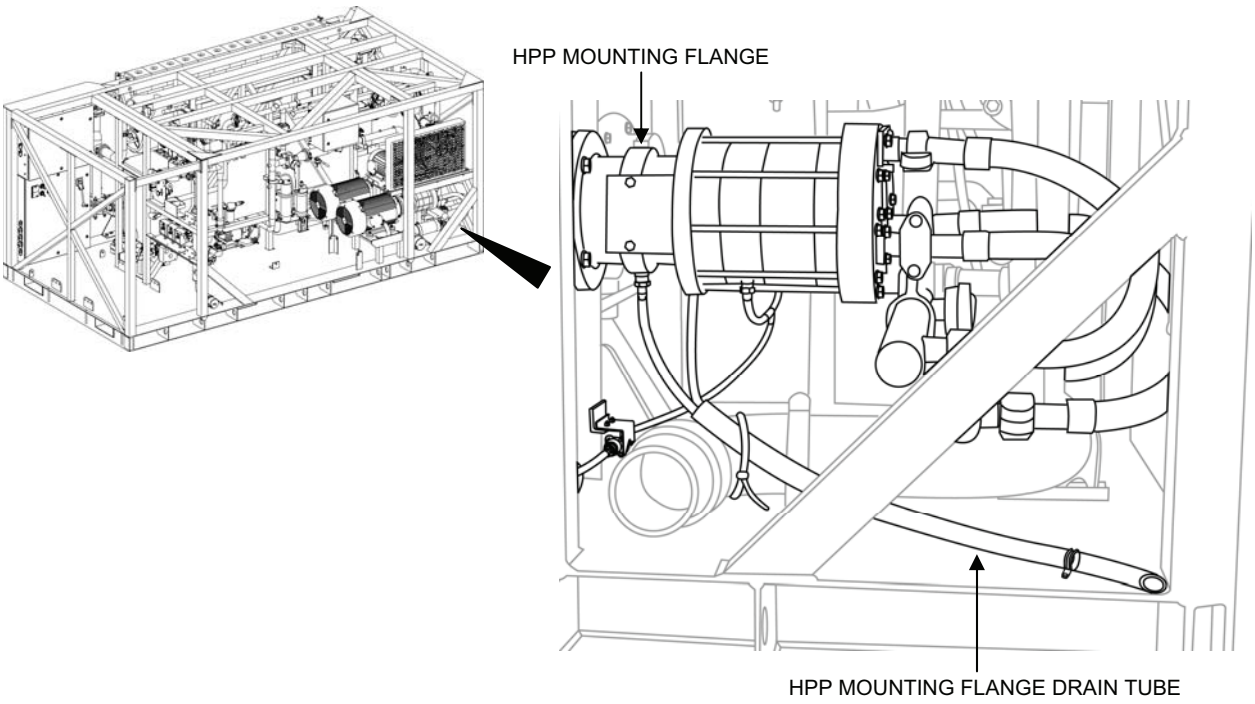

Figure 11. High Pressure Pump Mounting Flange Drain Tube.
a. The drain tube on the MC-TWPS extends to the edge of the TWPS frame (Figure 11).